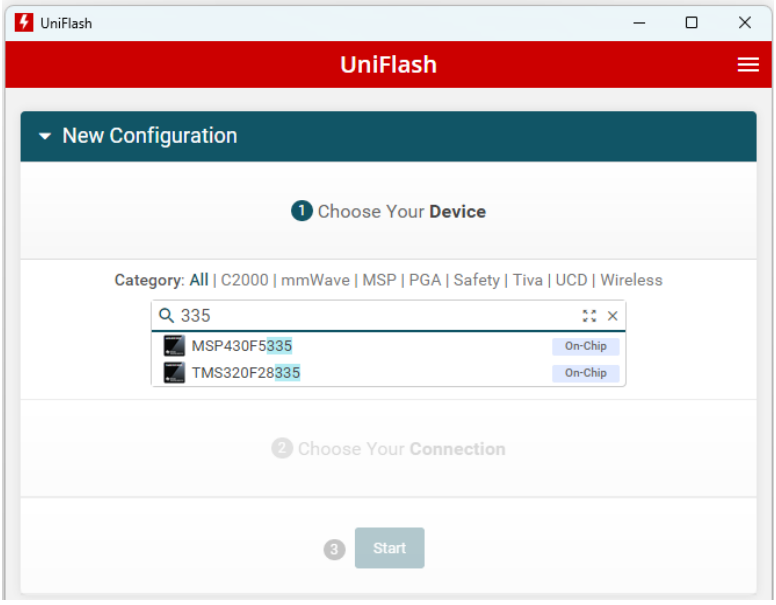

Рисунок 2. Выбор целевого микроконтроллера.
5.1.2.4 Запустить ПО Uniflash в поле выбора целевого микроконтроллера выбрать тип TMS320F28335, нажать кнопку Start. (см. рисунок 2).